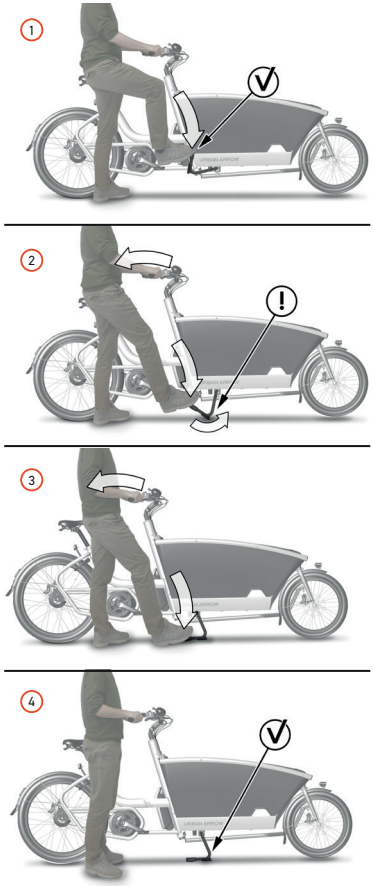

Abbildung 24 : Abstützen des Fahrrads auf dem Ständer
3. Halten Sie die Griffe **118** – eine Hand auf jedem Griff (siehe Schritt 1 in Abbildung 24) – und drücken Sie das Ende des
Ständers **17** mit Ihrem Fuß nach unten (siehe Schritt 2 in Abbildung 24). Ziehen Sie das Fahrrad gleichzeitig mit einer Hand auf jedem Griff nach hinten (siehe Schritt 3 in Abbildung 24).